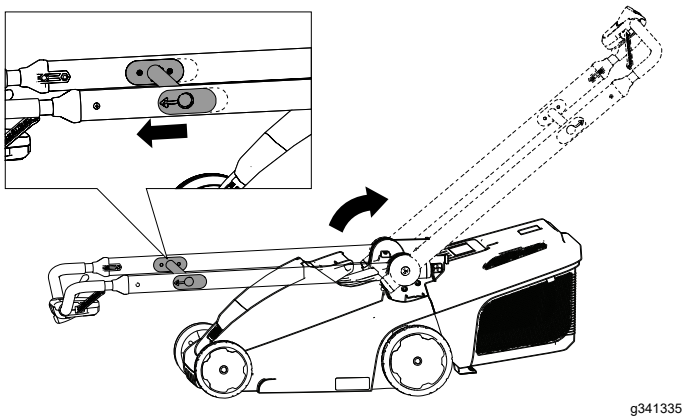

Figuur 5
2. Trek de vrijgavebeugel van de duwboom naar de bovenste handgreep toe om de handgreepvergrendeling vrij te zetten (Figuur 5).
3. Beweeg de handgreep naar achteren naar de bedrijfsstand en laat de vrijgavebeugel van de duwboom los (Figuur 5).